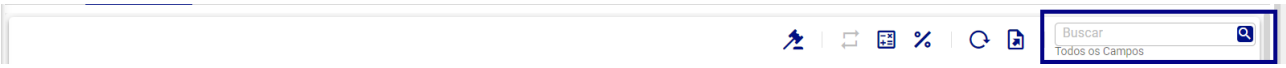

Figura 339: Campo de Busca
- **Campos de Busca (Figura 339):** Possibilita localizar registros específicos no painel superior.